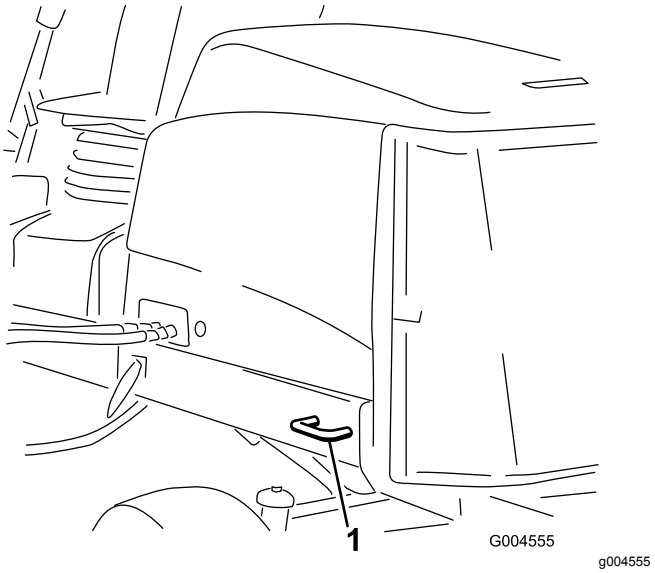

**Figur 40**
- Bak – på båda sidor av maskinen, på den bakre ramen (Figur 40)